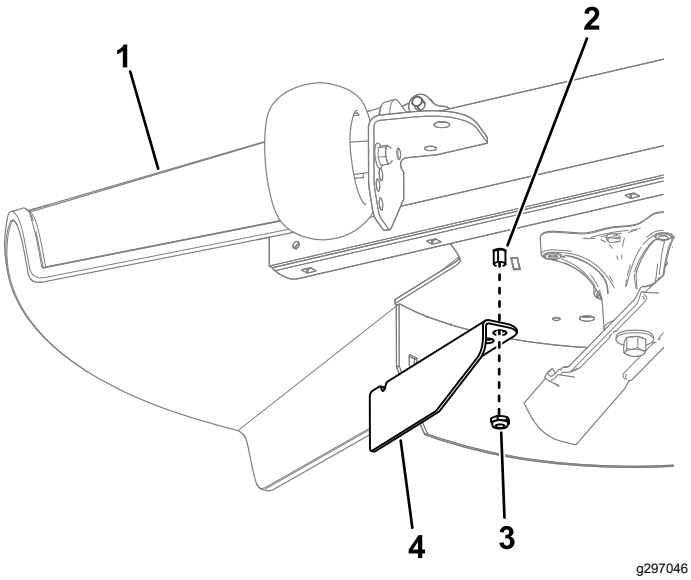

Figur 15
10. Ta bort muttern från gräsriktarstången under klippdäcket (Figur 15).
11. Använd muttern för att montera kantskärmen på gräsriktarstången, med hjälp av det yttre hålet i skärmen (Figur 15).